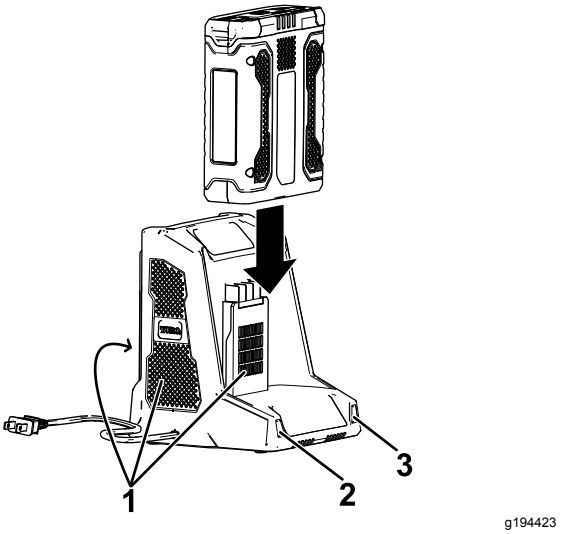

Figura 8
4. Introduzca la batería en el cargador hasta que esté completamente asentada (Figura 8).